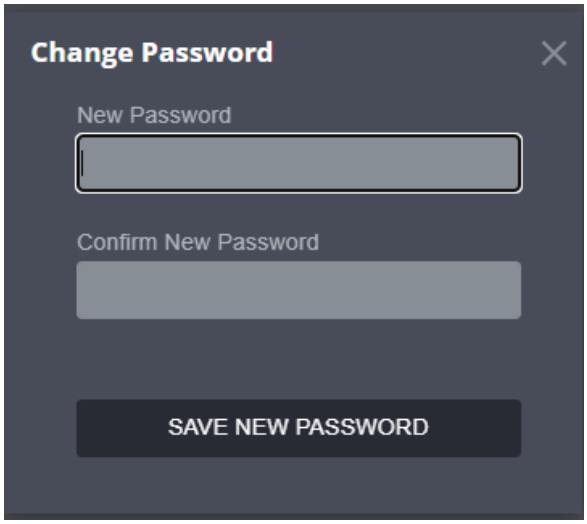

Figure 30: Device Settings – Changing the Password
2. Select the Device Security Tab. The Security settings appear (Figure 30).